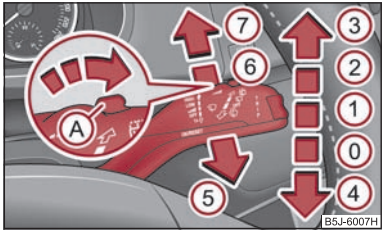

Fig. 46 Palanca de limpiaparabrisas
La palanca de limpiaparabrisas ⇒ fig. 46 tiene las siguientes posiciones:
– Empuje la palanca, apartándola del volante, a la posición (6) ⇒ página 56, fig. 46, la escobilla barrerá cada 6 segundos.
Los faros se limpiarán cada quinto barrido del limpiaparabrisas y si está conectada la luz de cruce o de carretera y se ha mantenido la palanca del limpiaparabrisas durante aprox. 1 segundo en la posición (5) ⇒ página 56, fig. 46.